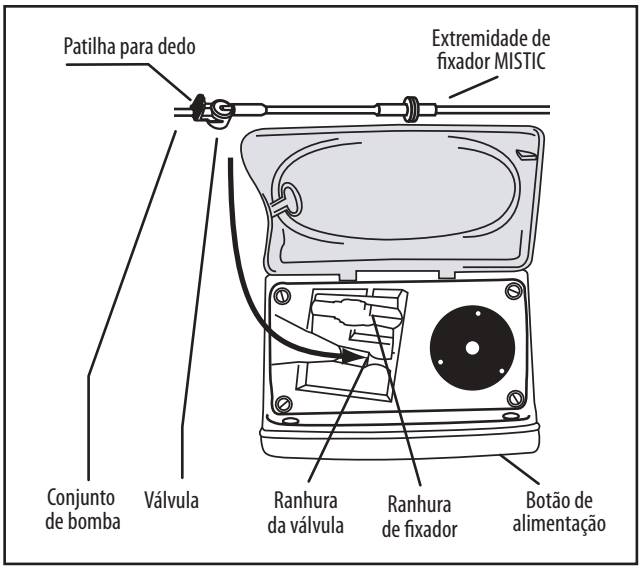

Figura 6A.
2. Carregue o conjunto da bomba, segurando a patilha da válvula e, em seguida, inserindo a válvula na respetiva ranhura à esquerda. (Figura 6A)